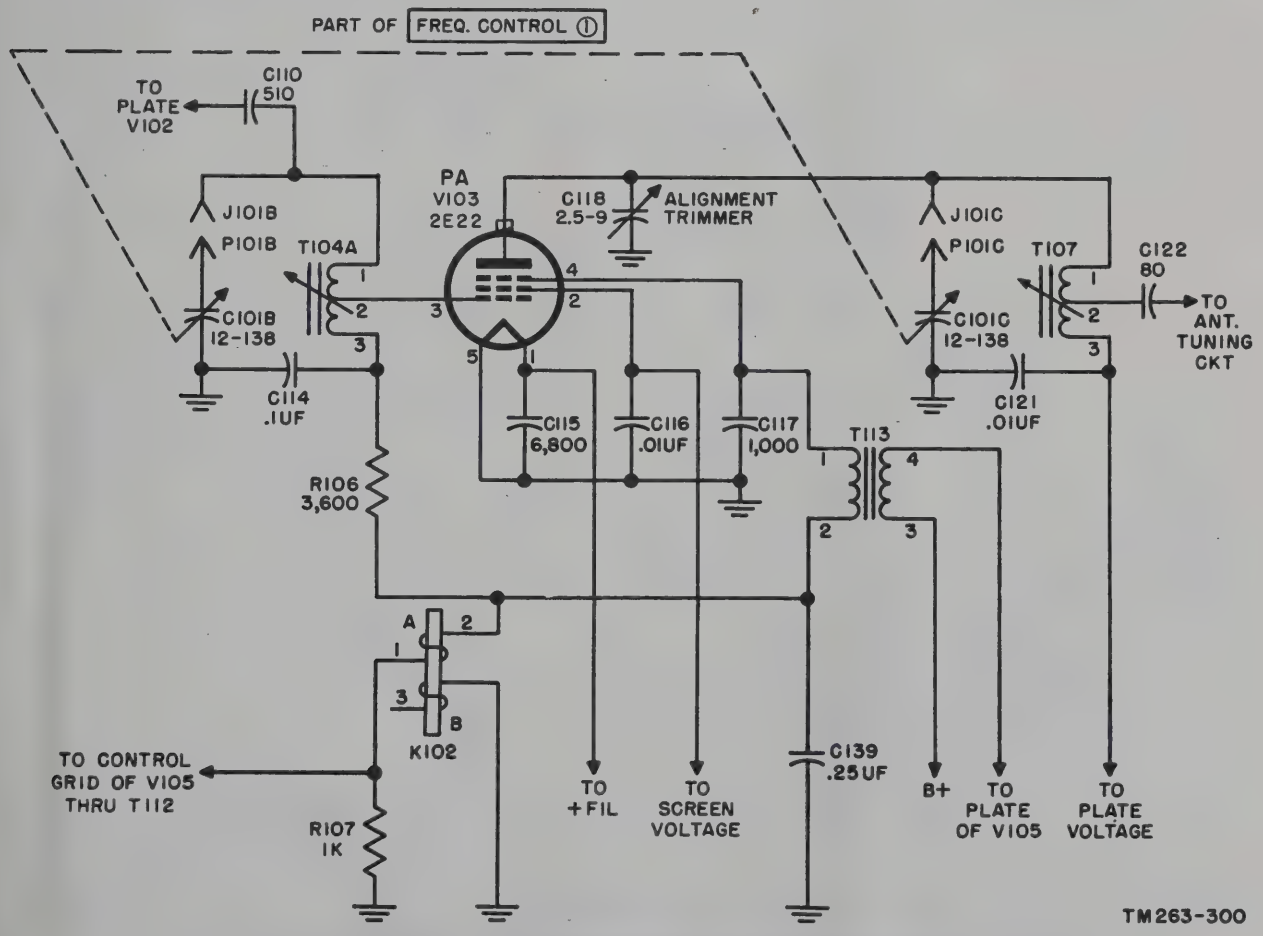
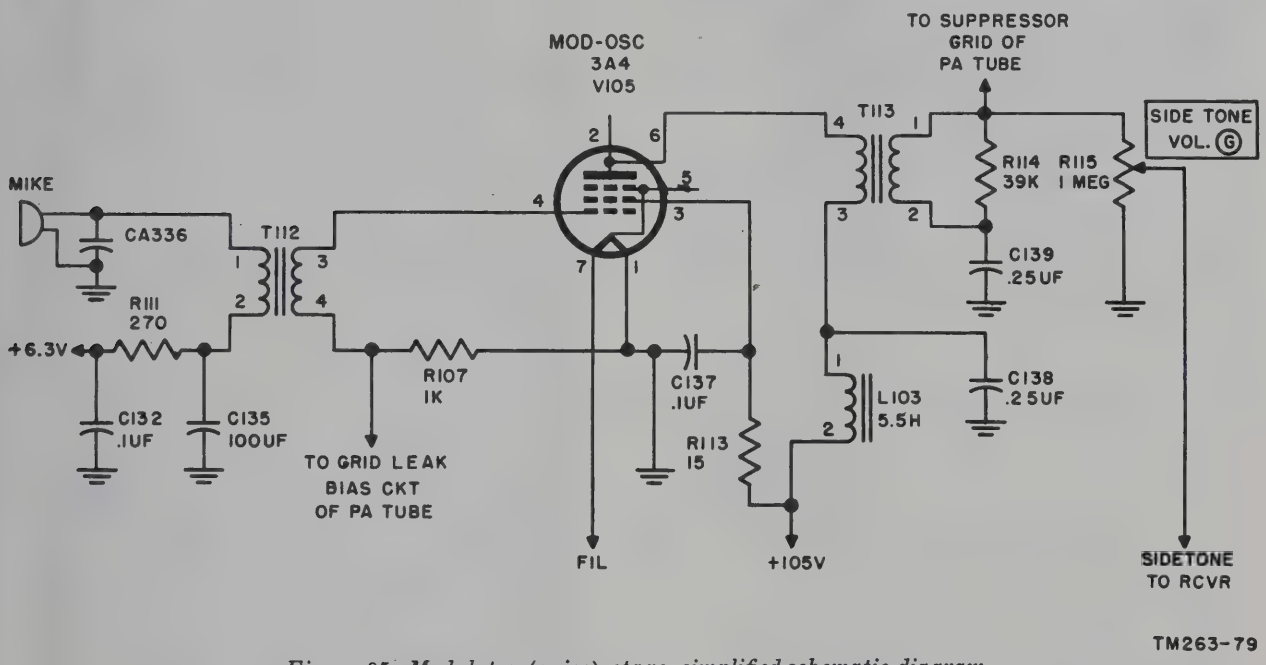

Figure 76. Pa stage, simplified schematic diagram.
Figure 85. Modulator (voice) stage, simplified schematic diagram.
106. Power Amplifier (fig. 76)
b. Microphone Circuit (fig. 85). The af variations are fed from the mike to matching transformer T112 and then to the control grid of V105 to complete the signal circuit. The dc filament supply of the transmitter furnishes the proper excitation voltage for the mike. The mike current (dc) flows through the carbon granules of the mike, terminals 1 and 2 of the primary of T112, through current limiting resistor R111, and to the positive terminal of the filament supply to complete the dc excitation path of the mike. Capacitor CA336, located inside the mike, is a filter to bypass any disturbances set between the carbon granules. Capacitor C135 is a filter capacitor which is used to lessen microphone hiss. Capacitor C132 is a bypass to prevent interference from entering the filament supply.
c. Am Operation (fig. 85). The audio variations fed to the control grid are amplified and appear across the modulation transformer T-113. The suppressor grid of the pa stage is connected in series of the secondary of T113 and biased by the negative voltage developed by the control grid current flowing through K102A and R106 (fig. 76). The modulation voltage, therefore, varies the voltage on the suppressor grid in accordance with the intelligence in the microphone.
(1) The bias used on the modulator control grid, pin 4, is supplied from the pa